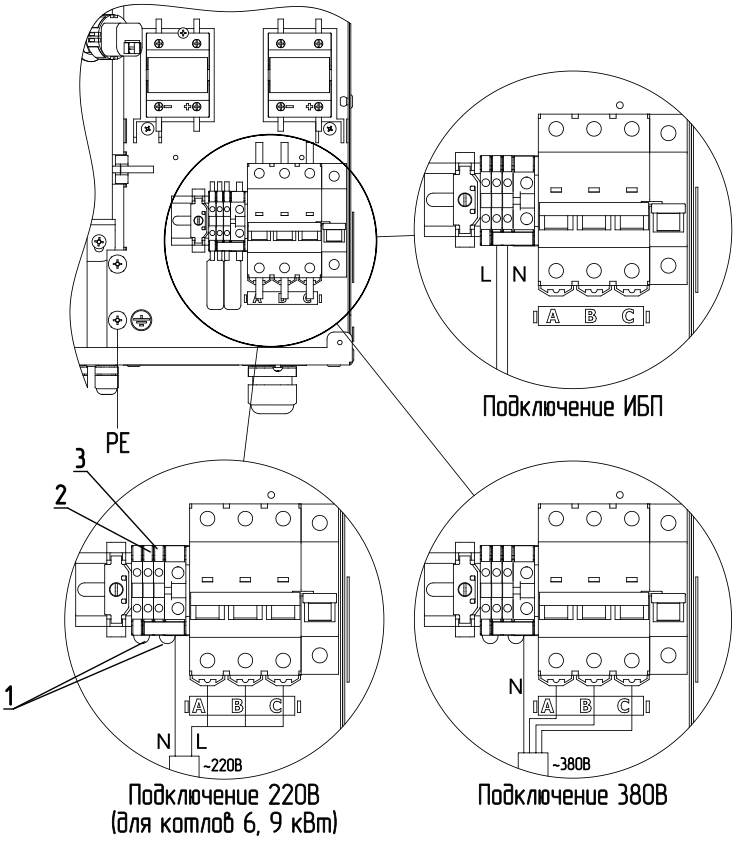

Рис.7 Схема подключения электрического котла ZOTA SOLID-X 6-24 кВт
- извлечь перемычки (**рис.7, 8, 9 поз.1**);
- подключить провода фазы «L» к колодке (**рис.7, 8, 9 поз.2**);
- подключить провода нейтрали «N» к колодке (**рис.7, 8, 9 поз.3**).